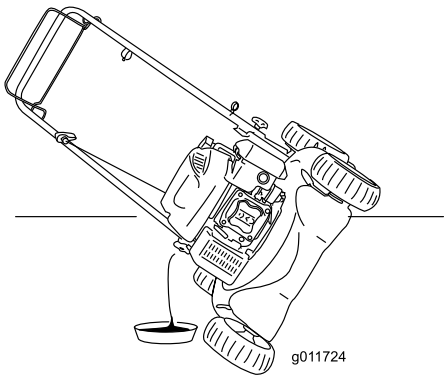

Figur 21
5. Tip plæneklipperen over på siden med målepinden nedad, så den brugte olie kan løbe ud gennem oliepåfyldningsrøret (Figur 21).